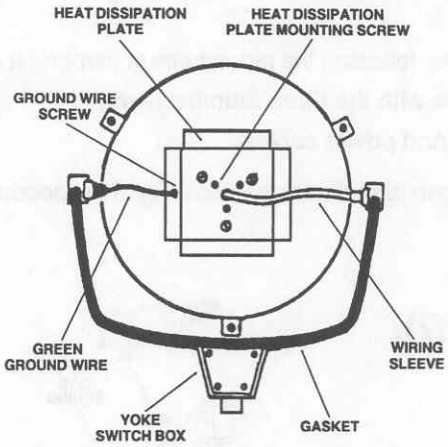

Figure 3-34. Reflector removal.
(7) Remove the cover and set it and the screws aside.
(8) Remove the green, slotted screw from the heat dissipation plate to loosen the green grounding wire (fig 3-34). Set it aside.